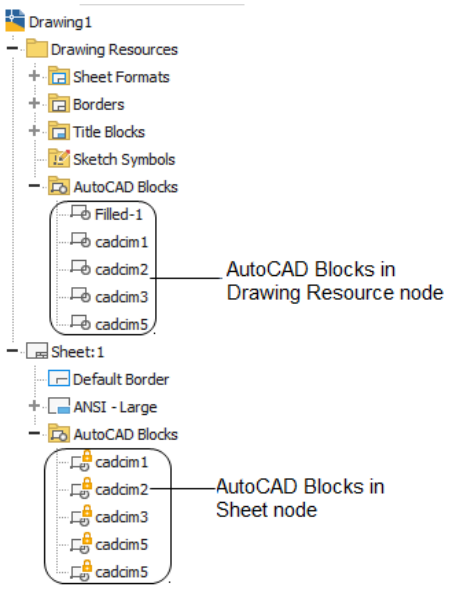
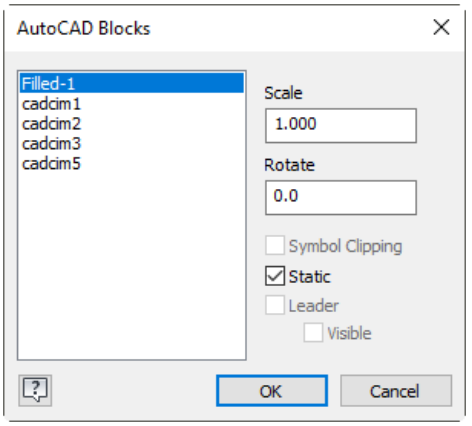

Figure 17-29** AutoCAD blocks in the **Sheet** and **Drawing Resources** nodes in the **Browser Bar
***Figure 17-30** The **AutoCAD Blocks** dialog box*
After inserting the required block, right-click and then choose **Done [ESC]** from the shortcut menu; the inserted blocks will be displayed in the **AutoCAD Blocks** node under the **Sheet** node in the **Browser Bar**, refer to Figure 17-29. Expand the **AutoCAD Blocks** node to display the inserted blocks. If you double-click on a block, the **AutoCAD Blocks** dialog box will be displayed, as shown in Figure 17-30. In this dialog box, you can specify the scale and rotation angle values in their respective edit boxes. By default, the **Static** check box is selected in this dialog box. As a result, the AutoCAD block behaves as static entity and you cannot rotate or scale it manually. However, you can move it by using the base point grip that is displayed in green in the drawing sheet. If you clear this check box, the grips surrounding the block will be displayed. With the help of these grips, you can scale, move, and rotate a block manually. The yellow and blue grips are used to scale and rotate the block, respectively.
*You can also invoke the **AutoCAD Blocks** dialog box by using the **Drawing Resources** node in the **Browser Bar**. To do so, expand the **Drawing Resources** node; the sub-nodes of this node will be displayed, refer to Figure 17-29. Expand the **AutoCAD Blocks** node; all the inserted blocks will be displayed under this node. Next, right-click on the required block and choose the Edit **AutoCAD Blocks** option from the shortcut menu; the **AutoCAD Blocks** dialog box will be displayed, refer to Figure 17-30.*